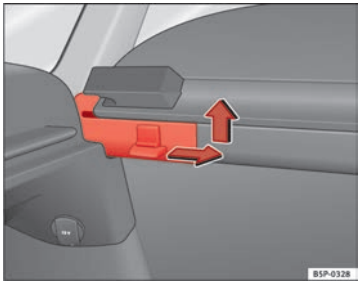

Abb. 126 Ausbau der Ablage
– Drücken Sie den seitlichen Stift in Pfeilrichtung, heben Sie die Ablage an und nehmen Sie sie ab ⇒ Abb. 126.